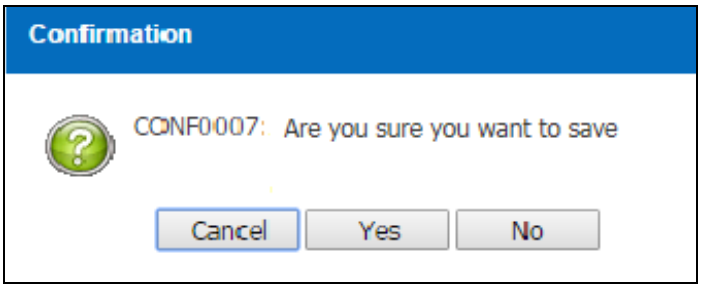

Figure 3.5.1-5 Confirmation Message
- *System will display a Confirmation Message as Figure 3.5.1-5*